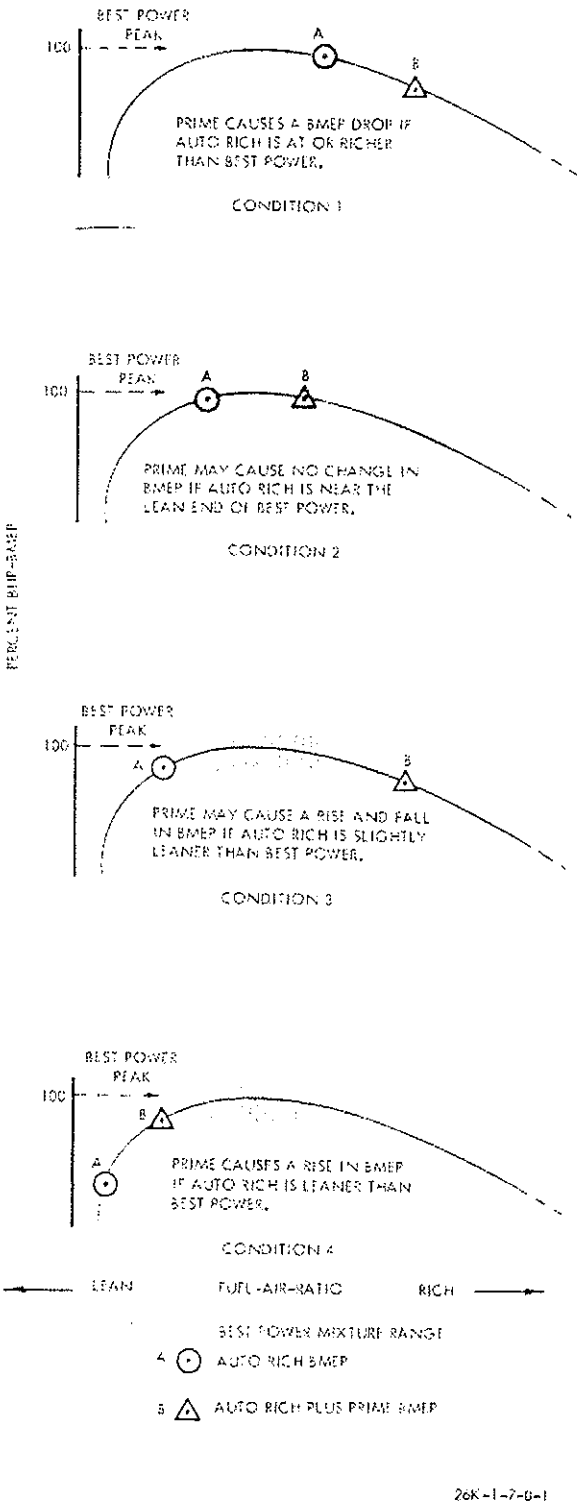

Figure 7-1
4. If the best power peak cannot be determined or if the AUTO RICH position is thought to be leaner than the best power, it may be necessary to use prime to establish the setting. When prime is applied with mixture control in AUTO RICH, the following relationships apply, as shown in figure 7-1:
a. If BMEP drops, AUTO RICH is at or richer than best power; if it is richer than best power, the BMEP will rise as the maximum is manually leaned from AUTO RICH (figure 7-1, condition 1).
b. If the BMEP does not change, AUTO RICH is near the lean end of the best power mixture range (figure 7-1, condition 2).
c. If the BMEP rises, or rises and then falls, AUTO RICH is leaner than best power (figure 7-1, condition 3 or 4).
This procedure of setting power places final reliance upon the manifold pressure gages and tachometers, but uses the BMEP indicator as a primary power setting instrument within limits. Further, the BMEP indicators are the primary instruments for setting cruise power mixtures. This method of setting cruise mixtures by a given BMEP drop from best power will generally provide a power setting that is optimum for cruise powers. However, if the AUTO RICH setting is excessively lean (figure 7-1, condition 4), this drop could result in a setting of less than best economy which might result in unsatisfactory engine operation. If any evidence of engine leanness (such as engine roughness, surging and/or a low cylinder head temperature) is encountered, place the mixture controls in AUTO LEAN to attain smooth operation.